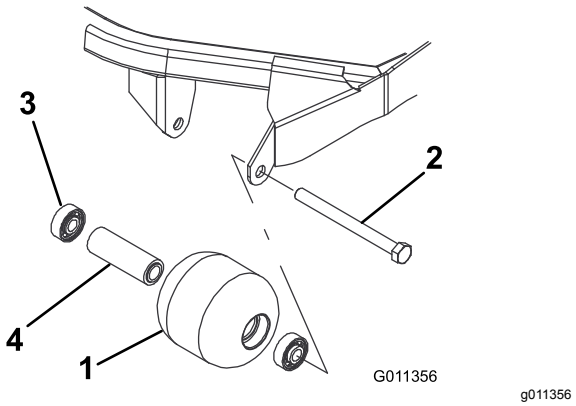

Figur 86
1. Fjern rullemonteringsbolten (Figur 86).
4. Efterse rullehuset, lejerne og lejeafstandsklodsen for skader (Figur 86). Udskift beskadigede komponenter, og saml igen.
1. Tryk det første leje ind i rullehuset (Figur 86). Tryk kun på den yderste løbering eller lige meget på den inderste og den yderste løbering.
2. Indsæt afstandsklodsen (Figur 86)
3. Tryk det andet leje ind i rullehuset (Figur 86), idet du trykker lige meget på den inderste og den yderste løbering, indtil den inderste løbering berører afstandsklodsen.